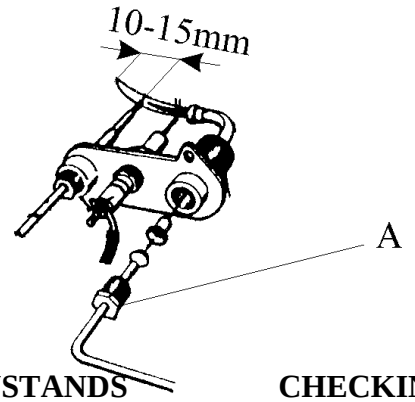

Fig.7
Die Spannmutter (A) der Zündflammenleitung losdrehen und die Leitung aus dem Zündflammenbrenner ziehen. (Abbildung 7). Sie müssen die montierte Einspritzdüse kontrollieren und, wenn notwendig, gegen eine neue auswechseln. Kontrollieren Sie die Kodenummer (siehe technische Daten). Darauf müssen Sie die Zündflammenleitung wieder montieren.
Loosen the securing nut (A) of the pilot-flame pipe and pull the pipe out of the pilot-flame burner (fig. 7).
Die Spannmutter (A) der Zündflammenleitung losdrehen und die Leitung aus dem Zündflammenbrenner ziehen. (Fig. 7). Sie müssen die montierte Einspritzdüse entfernen und gegen eine neue auswechseln**.** Kontrollieren Sie die Kodenummer (siehe technische Daten). Darauf müssen Sie die Zündflammenleitung wieder montieren.